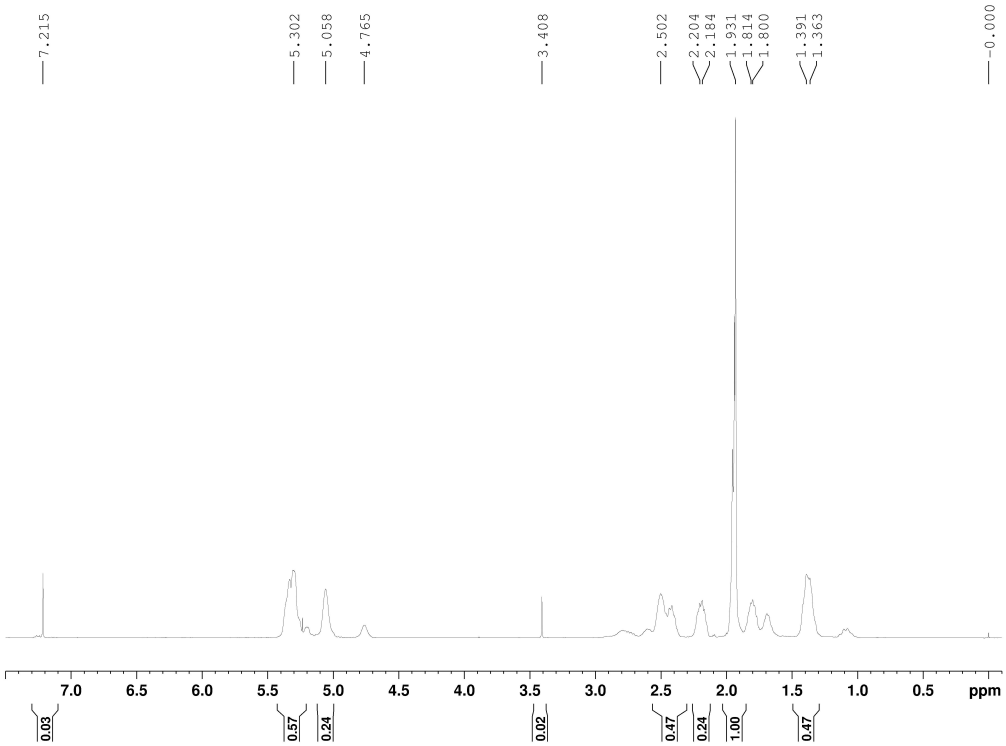

Abb. 6: Das ^{1}H-NMR Spektrum des Produkts in $CDCl_3$.
Es wurden 0.812 g an Polymer isoliert, was einer Ausbeute von 81.2 % entspricht. Mittels GPC konnte ein PDI von 1,4 und eine Zahlenmittlere-Molmasse von 30 000 g/mol ermittelt werden. In Abbildung 6 ist ein ^{1}H-NMR des Polymers dargestellt.
- In Abbildung 6 ist NMR-Spektrum des Polymers dargestellt. In Tabelle 1 sind die Signale den Wasserstoffatomen zugeordnet.